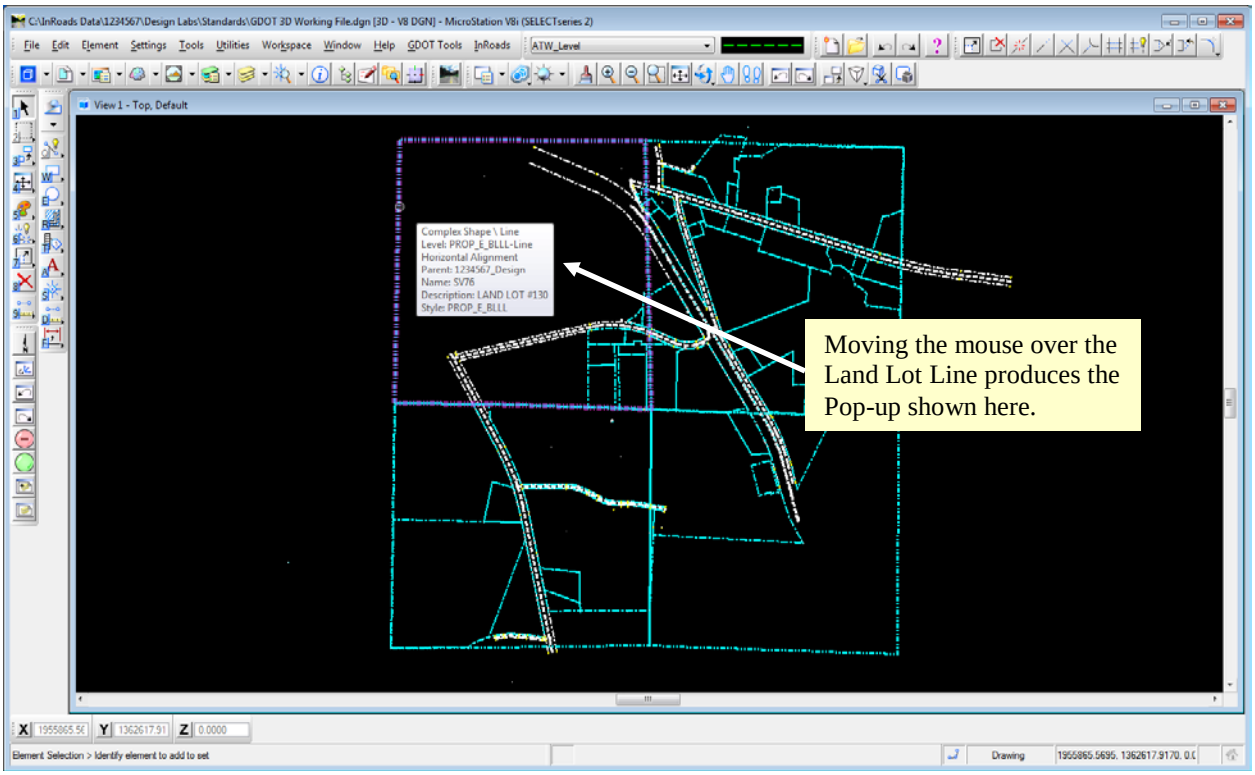

Figure L3-7 MicroStation Window
- Move your mouse over any object in the MicroStation Window and the Pop-up will provide information concerning the element as shown in *Figure L3-7*.